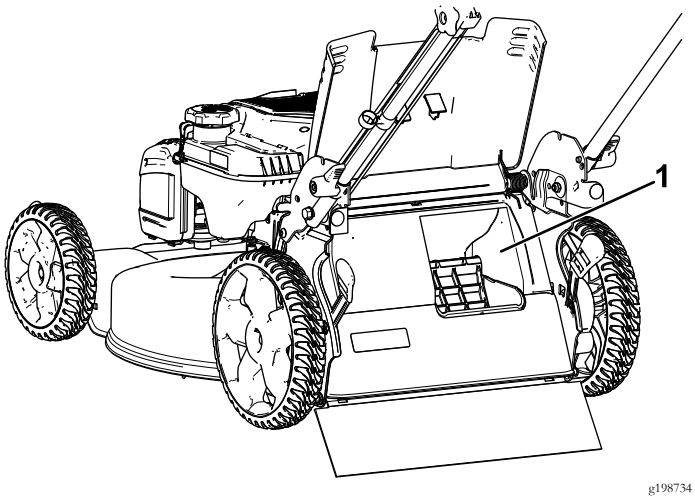

**Rysunek 19**
**Ważne: Aby zapewnić prawidłową pracę, przed zmianą pozycji dźwigni ustawienia worka wyłącz silnik, zaczekaj aż wszystkie ruchome elementy zatrzymają się, a następnie usuń wszelkie ścinki traw i zabrudzenia z drzwiczek worka oraz otaczającego je otworu (Rysunek 19).**